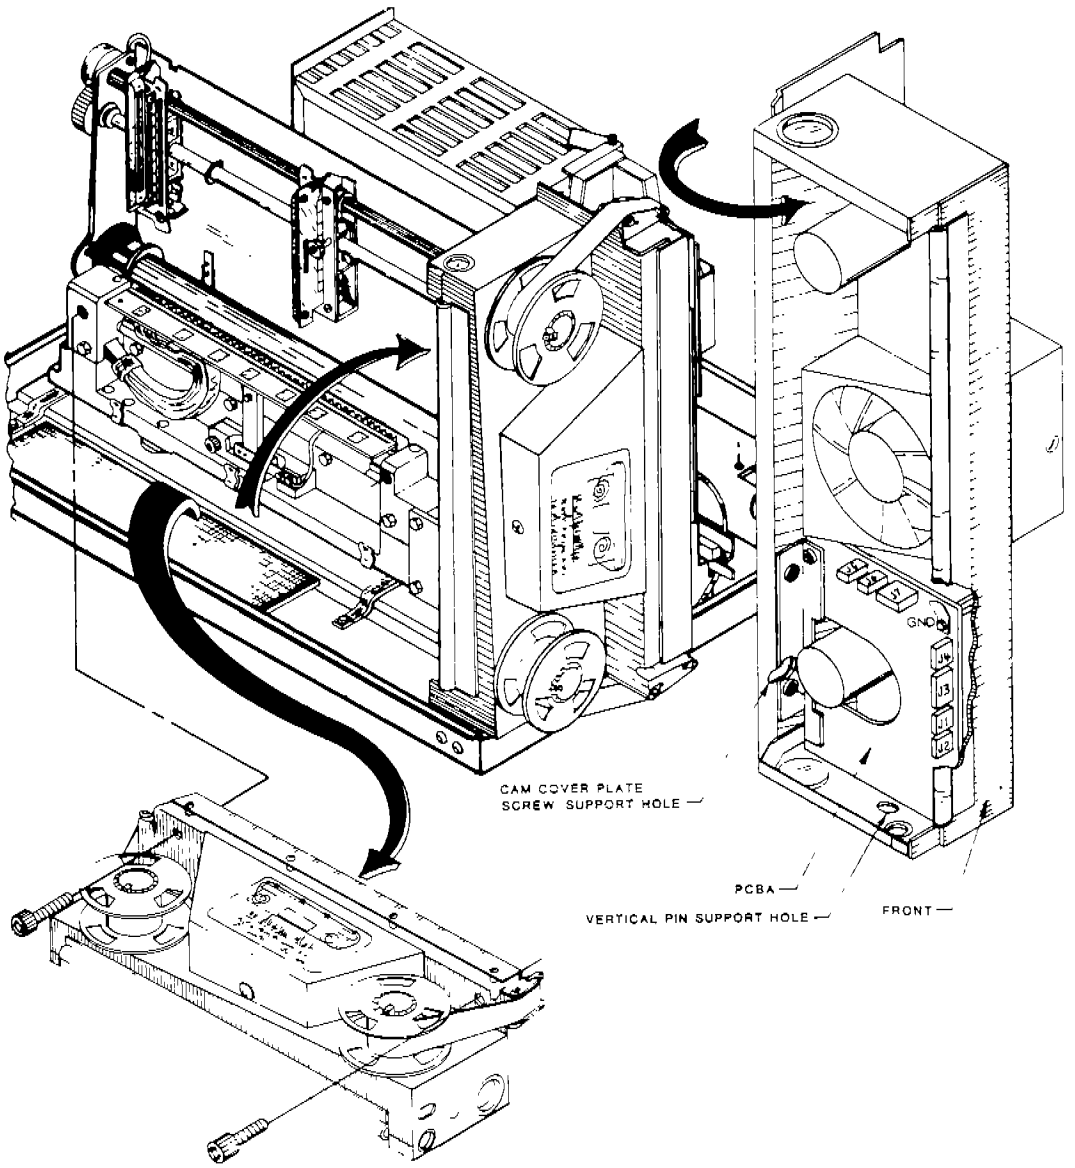

FIGURE 3-4.
3. Remove the two screws that hold the Ribbon Drive Assembly to the hammerbank bearing blocks (Figure 3-4).
5. Mount the Ribbon Drive Assembly on the vertical cover support pin on the printer base and the shoulder screw on the cam cover plate (Figure 3-4).